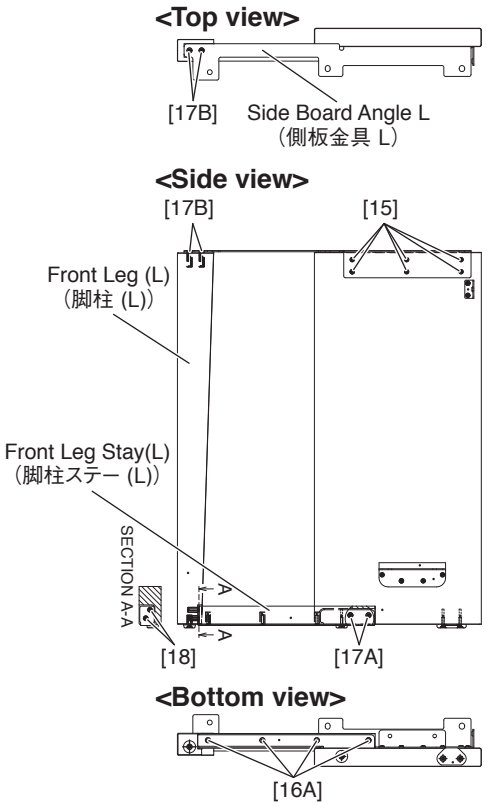

Fig.17（図 17）
23-6 Remove the four (4) screws marked [16A], the two (2) screws marked [17B] and the two screws marked [17A]. The front leg L can then be removed together with the front leg stay L. (Fig.17)
23-7 Remove the two (2) screws marked [18]. The front leg stay L can then be removed from the front leg L. (Fig.17)
23-6 [16A] のネジ 4 本、[17B] のネジ 2 本と [17A] のネジ 2 本を外して、脚柱ステー（L）と共に脚柱（L）を外します。(図 17)
23-7 [18] のネジ 2 本を外して、脚柱（L）から脚柱ステー（L）を外します。(図 17)